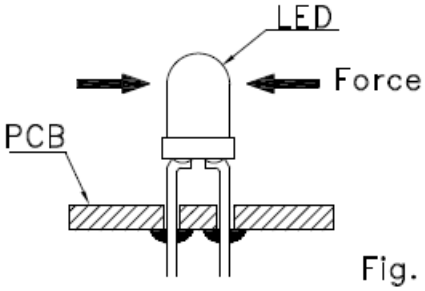

Fig. 9
6. After soldering or other high-temperature assembly, allow the LED to cool down to 50℃ before applying force (Fig.9).In general, avoid placing excess force on the LED to avoid damage. For any questions please consult with LIGHT representative for proper handling procedures.